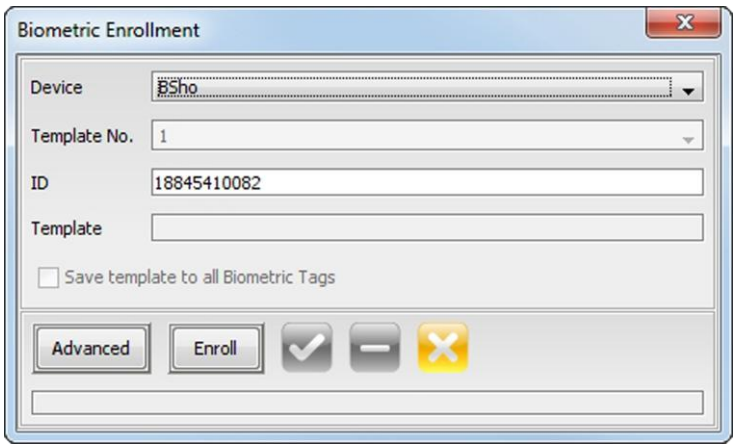

Figure 27 – Biometric Enrollment Dialog
*This number later links to the **ID** field (shown in Figure 27) this is the number under which the user's data is saved when his or her fingerprints are enrolled in the units.*
1. Clicking the **Enroll** button (accessed from the Biometric Enrollment dialog – see Figure 27) displays an Error dialog with the message **"Enrollment failed**!". Possible solutions to this problem include: Check and make sure the ImproX B-SHO Enrollment Reader is plugged into the PC. Alternatively, if the ImproX B-SHO Enrollment Reader is plugged in, restart the IXP220 Base Application.